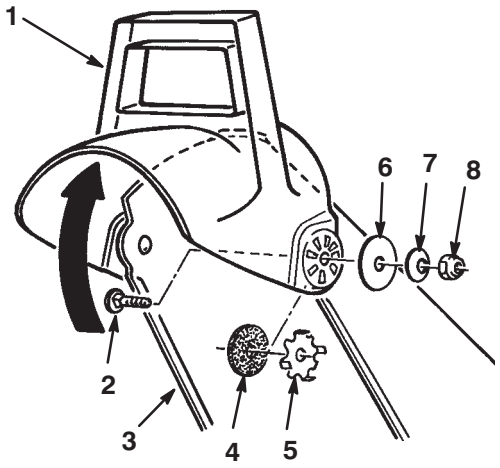

Figur 11
2. Fest avlederens venstre side til utløpssjakten ved hjelp av delene som er vist i figur 11.